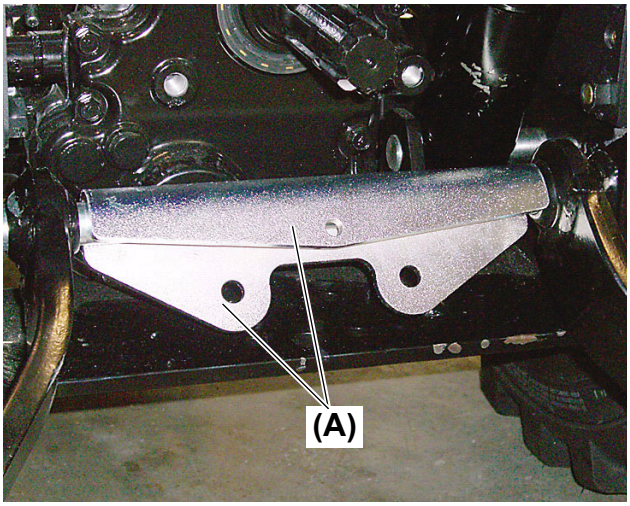

Fig.10
15.Remove the chain hinge **(Fig. 10, (A))** by rotating it off the lower link bar.